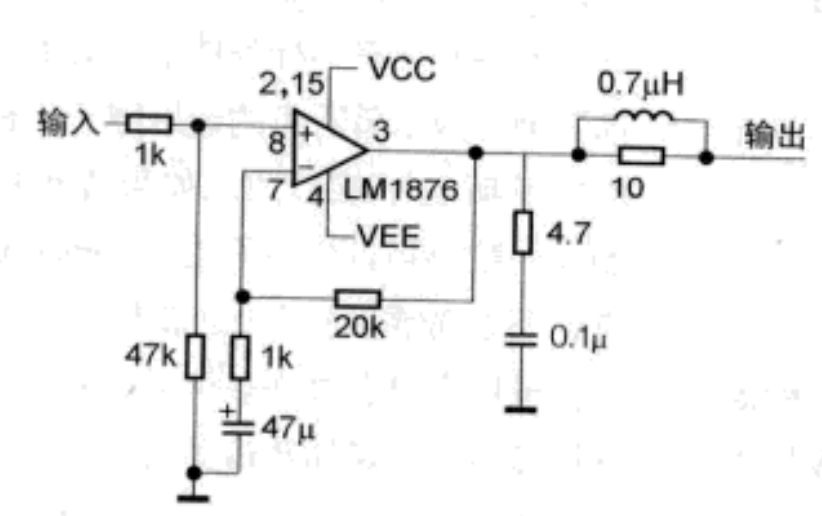

图2 功放电路
2. 功放部分：图2所示功放电路是官方的标准电路（只给出一个声道电路），集成功放的电路形形色色，无论简单还是复杂，但为何笔者就选择了官方标准电路？因为笔者认为，官方标准电路是能够稳定与高性能兼并的一个理想电路。常见的简单的电路有可能精简了官方电路的部分元件，笔者认为这样并不妥当，这样可能会使电路工作状态不稳定，而一些复杂的电路，又有画蛇添足之嫌，处理不当，反而会使声音不好甚至无法正常工作。这就是为何许多朋友虽然做过了各种集成功放电路，总觉得不耐听的缘故所在吧。
简析图2所示的功放电路。前级输出信号经LM1876的输入端口输入，这里采用了直接耦合，是为了得到更加纯净的音乐。增益为20kΩ/1kΩ+1=21（倍）。47μF的负反馈电容同样需要用高质量的电解电容。输出部分的4.7Ω电阻和0.1μF的CBB电容串联组成了茹贝尔网络，可防止电路自激振荡，使功放稳定工作。而10Ω电阻和0.7μH电感并联则起抑制扬声器反电动势，提高负载能力的作用（笔者认为，这部分电路和茹贝尔网络在制作中是不可省略的）。在实际制作中，10Ω电阻选择3W以上的电阻，电感可以用1mm线径的漆包线在5mm左右螺丝刀上绕15圈，然后将电阻穿过电感，一起焊接在PCB上即可。其他电阻可以用0.25W或者0.5W规格的。在LM1876的正负电源脚上需要分别接100μF的电解电容并联0.1μF的CBB电容到地线退耦。LM1876有2种封装，T结尾的是不绝缘的，制作的时候注意在其和散热器之间加上绝缘片，并在